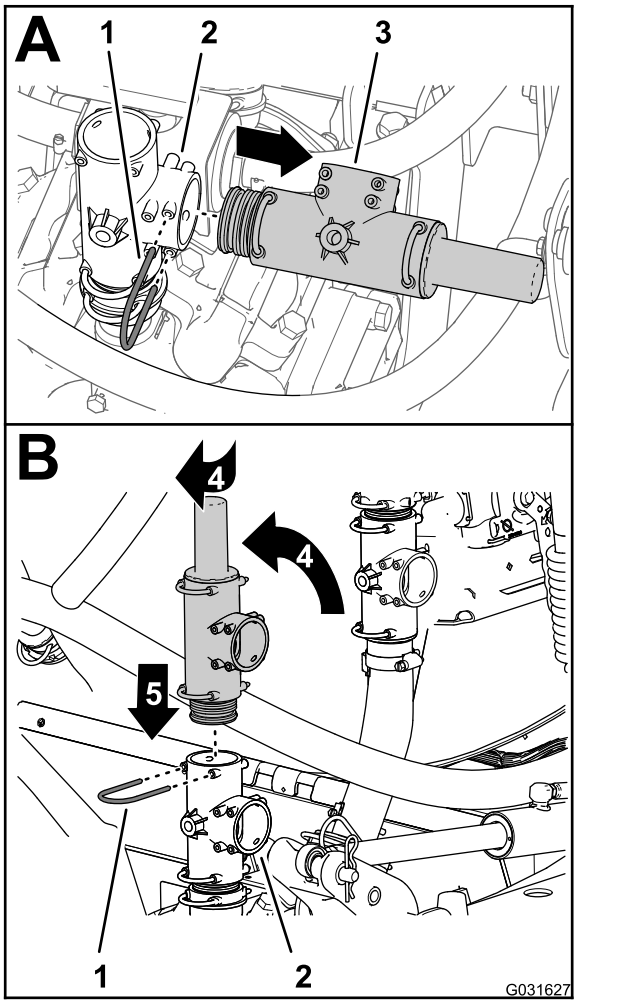

Figur 216
3. Fjern holderen, der holder trykaflastningsventilen fast på T-fittingen på sprøjtepumpen og fjern aflastningsventilen (Figur 216).
4. Drej trykaflastningsventilen opad, som vist i Figur 216.
5. Sæt trykaflastningsventilen i øverst på T-fittingen, indtil ventilen sidder helt på plads (Figur 216).